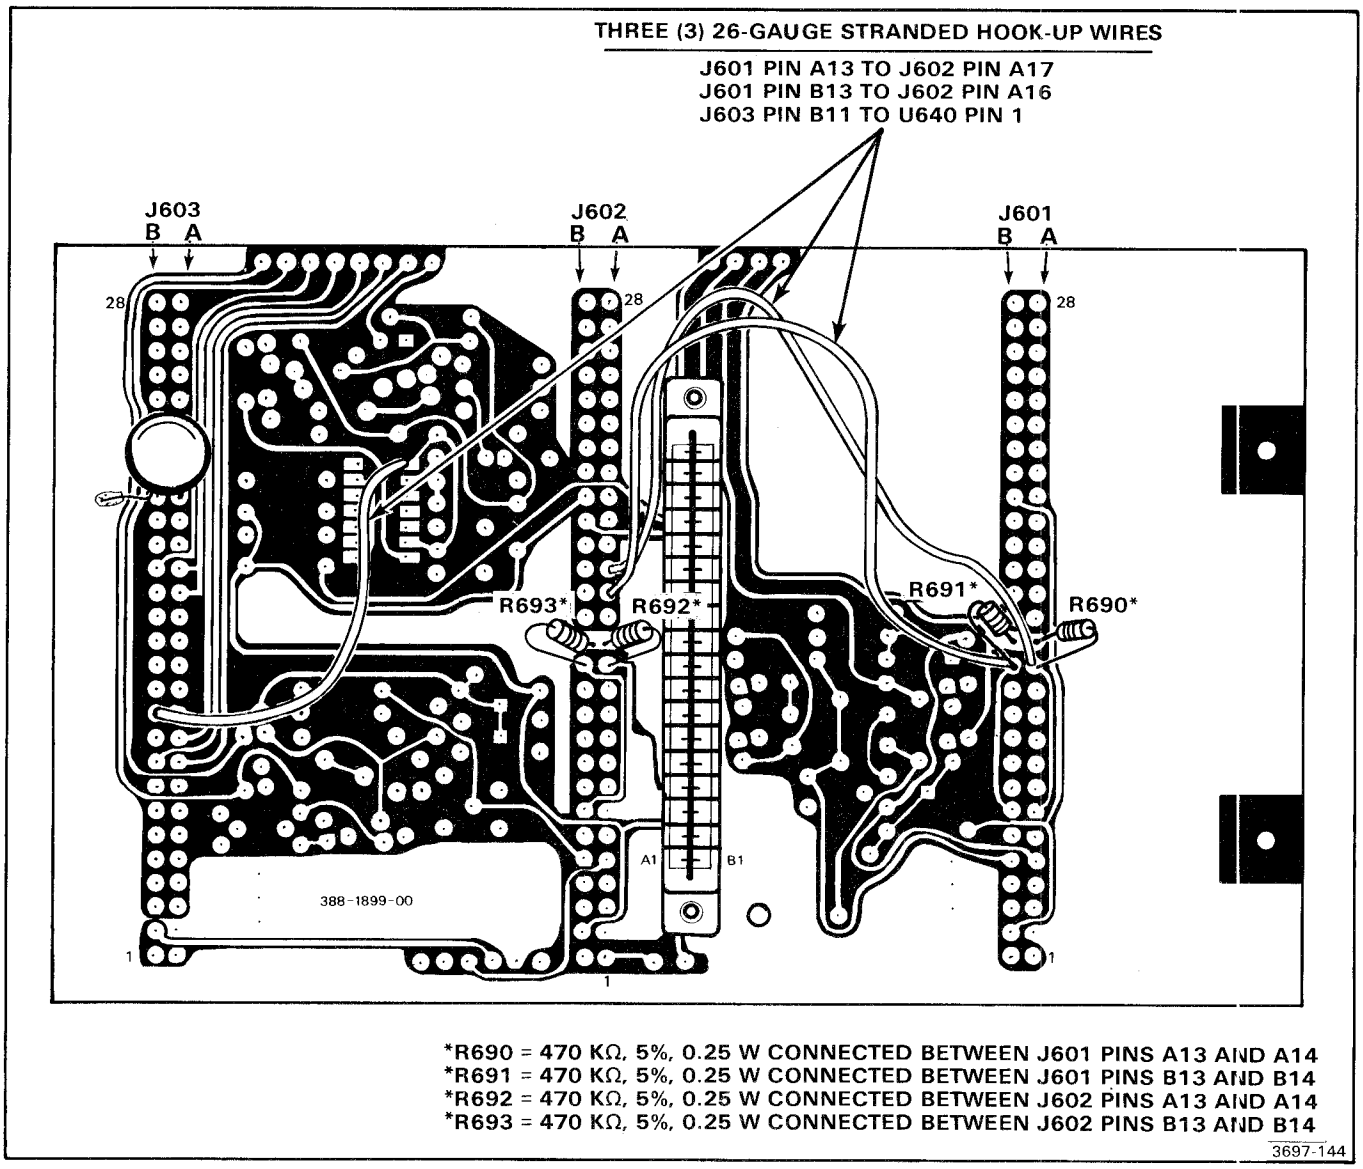

Figure 4-11. Modifications necessary on the early 5100-series Mainframe Interface boards to achieve compatibility with the 5D10.
b. Install two 5 1/2-inch, 26 guage wires,on back (non-component side) of Interface Board as shown in Figure 4-11. The two wires connect the left vertical plug-in connector J601, pins A13 and B13 to the right vertical plug-in connector J602, pins A17 and A16, respectively.
c. Install one 2 3/4-inch, 26 gauge wire on back of Interface Board as shown in Figure 4-11. This wire connects the horizontal plug-in connector J603 pin B11, to U640, pin 1.
a. Install four 470k, 5%, 0.25 watt carbon resistors as shown in Figure 4-11.